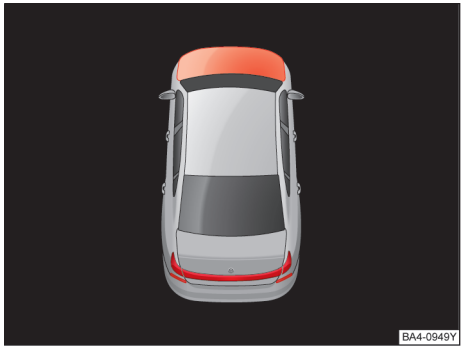

图 14 在组合仪表的显示屏上：发动机舱盖打开或未正确关闭
视汽车装备而定，在显示屏中可以显示不同的信息→ 图 14：
- 车门、发动机舱盖和行李厢盖未关闭→ 图 14